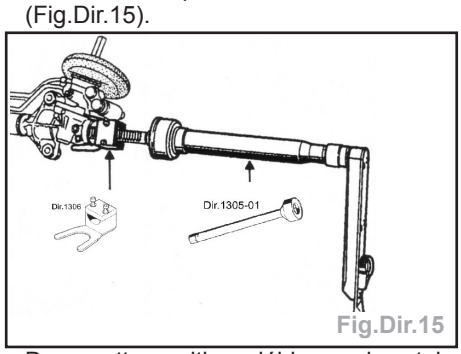

Fig.Dir.15
- Mettre en place l'outil **Dir.1306** (Fig.Dir.15).